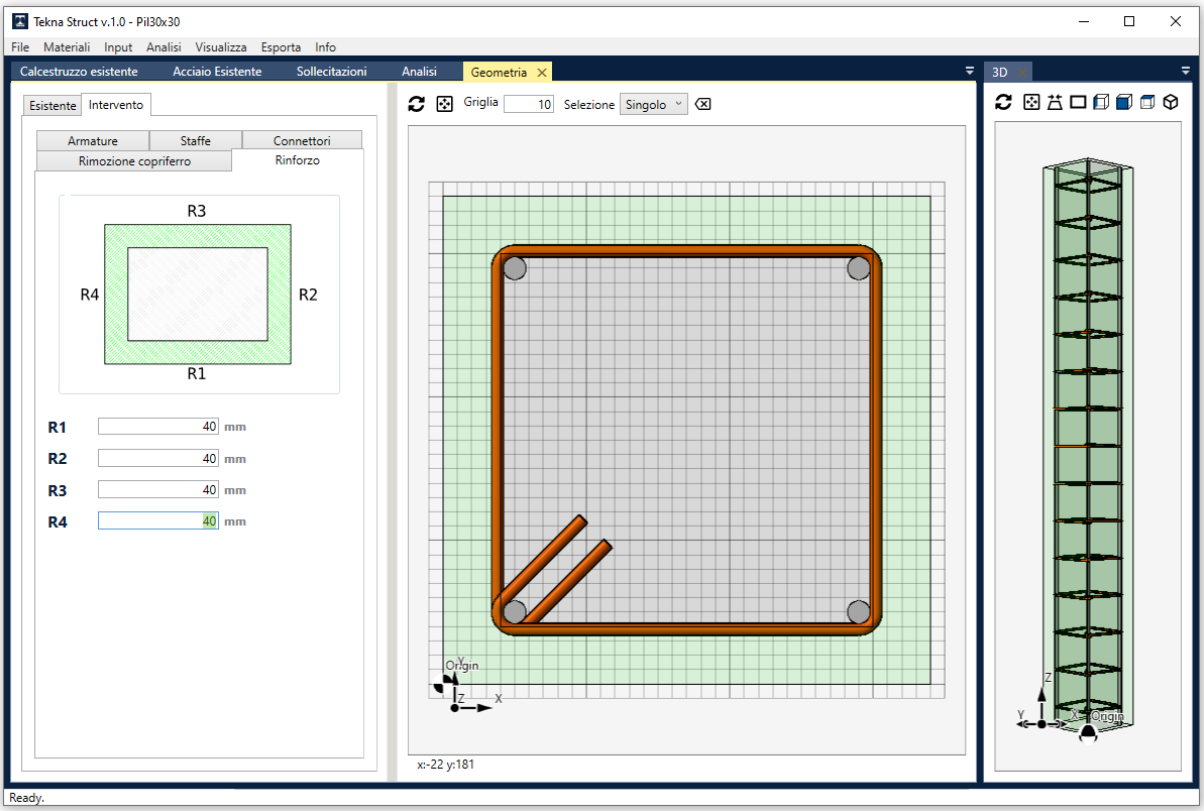

Fig. 25 – Menu Soluzione di intervento
- lo spessore della camicia di rinforzo: l'utente deve specificarne lo spessore per ciascun lato della sezione (Fig. 25);